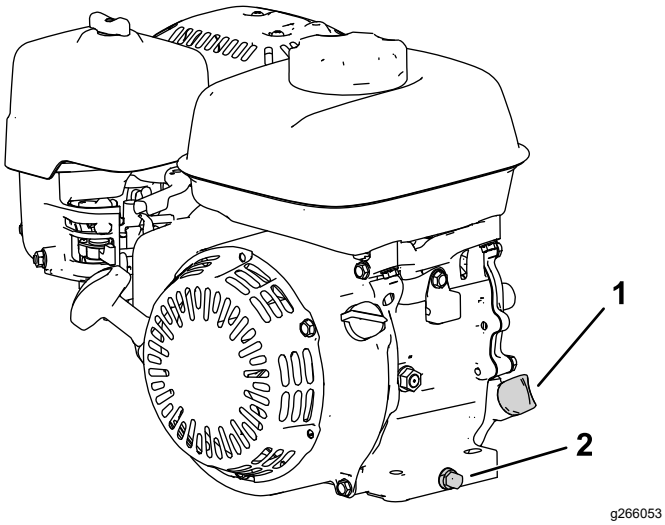

図 15
2. エンジンが水平になるように駐車し、オイル補給口の周囲をきれいに拭く図 15。
3. ドレンプラグを抜く図 15。